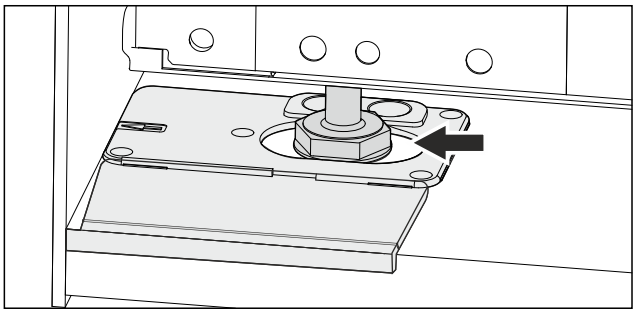

Fig. 48
▶ Align the appliance with the adjustable feet. *Fig. 48 ()*